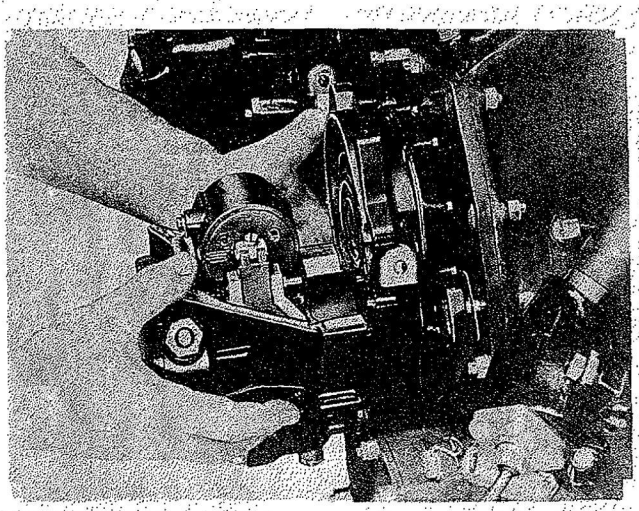

Figure 246—Installing Magneto
d. Apply a heavy grade of corrosion preventive mixture to the splines of the magneto coupling gear. With the magneto timing marks aligned as described above, install the magneto on the engine. Refer to Figure 246. Move the magneto to its extreme positions allowed by the slots in the mounting flange, noting whether or not the breaker points open and close. If the breaker points open and close approximately half way between the two stops, assemble the flat washers and nuts on the magneto studs. Tighten the nuts sufficiently to hold the magneto firmly on the cover but not tight enough to prevent adjusting the position of the magneto. If the breaker points open at the middle of the travel of the magneto, further adjustment of the spark, either advance or retard, can be obtained to a certain degree without removing the magneto from the engine.